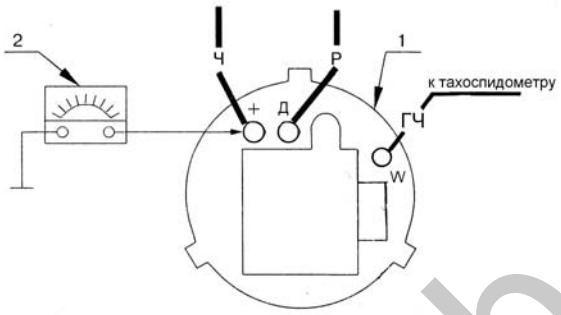

Рис. 1. Проверка величины регулируемого напряжения: 1- генератор G1; 2- указатель напряжения.
- проверьте указателем напряжения величину регулируемого напряжения генератора (рис. 1), которое должно быть равно 14,2 – 15,2 В;
- проверьте величину, регулируемого напряжения (рис. 1), и если оно ниже допустимого, замените ИРН;